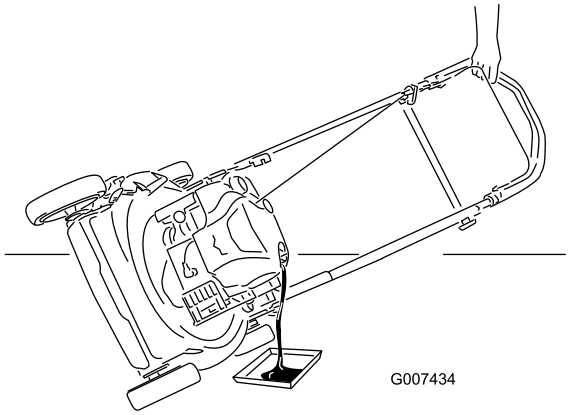

Figura 30
3. Inclinate il tosaerba sul fianco, con il filtro dell'aria in alto, per scaricare l'olio usato attraverso il tubo di riempimento (Figura 30).